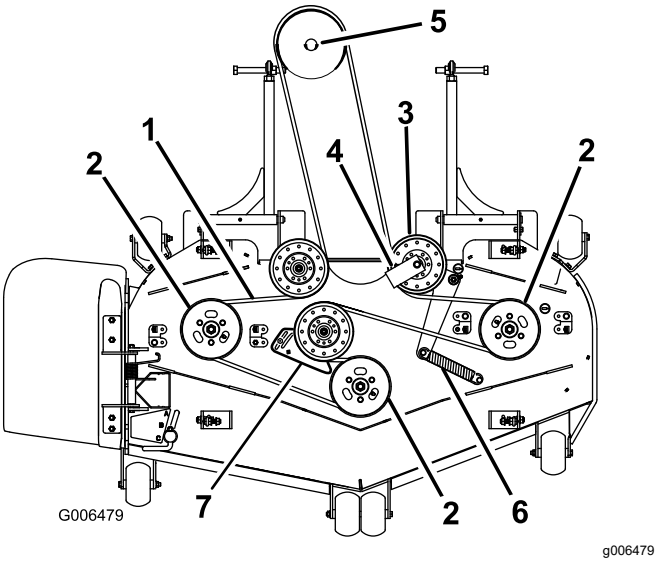

Figur 83
7. Ta bort remstyrningen på den fjäderbelastade mellanremskivan enligt Figur 83.
9. Montera en ny rem runt klipparremsskivorna och växellådsskivan under motorn (Figur 83).
10. Montera remstyrningen på den fjäderbelastade remskivan med 45 graders vinkel enligt Figur 83. Dra åt skruven till 37–45 Nm.
11. Montera mellanremskivans fjäder på de två hållarna (Figur 83).